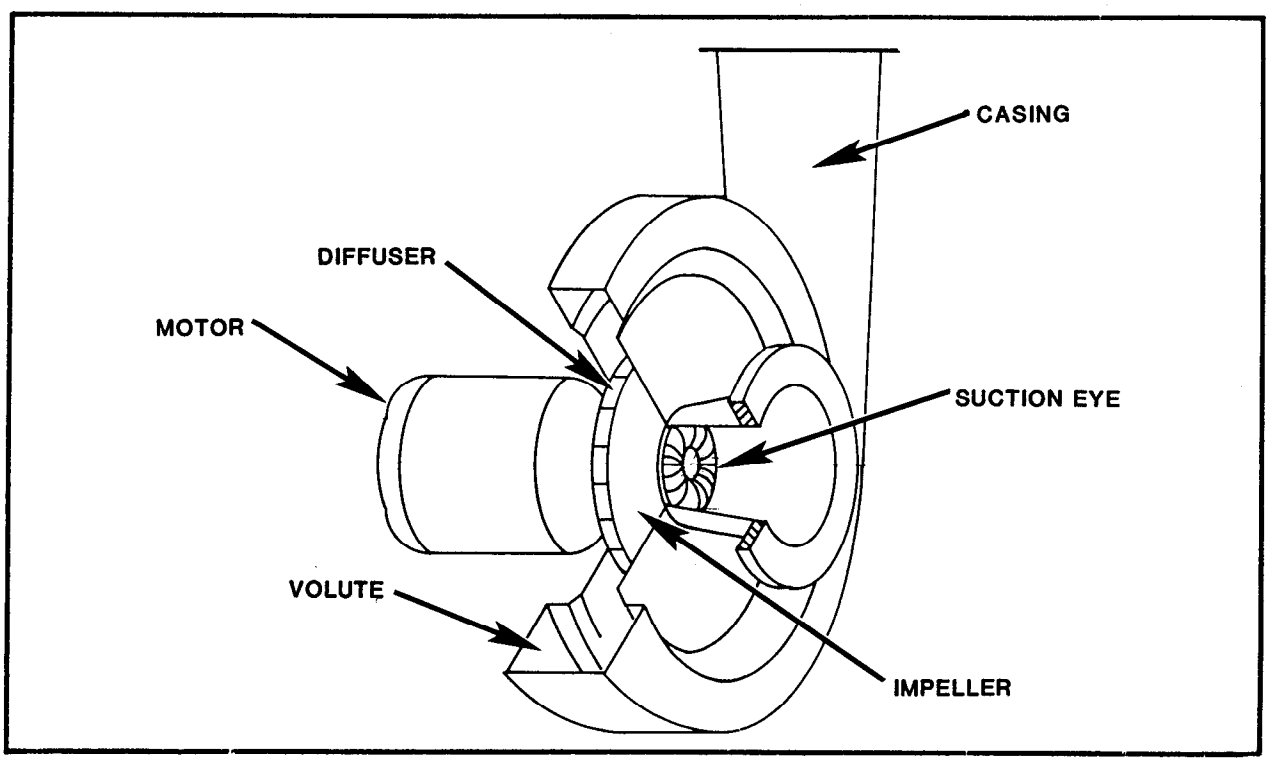
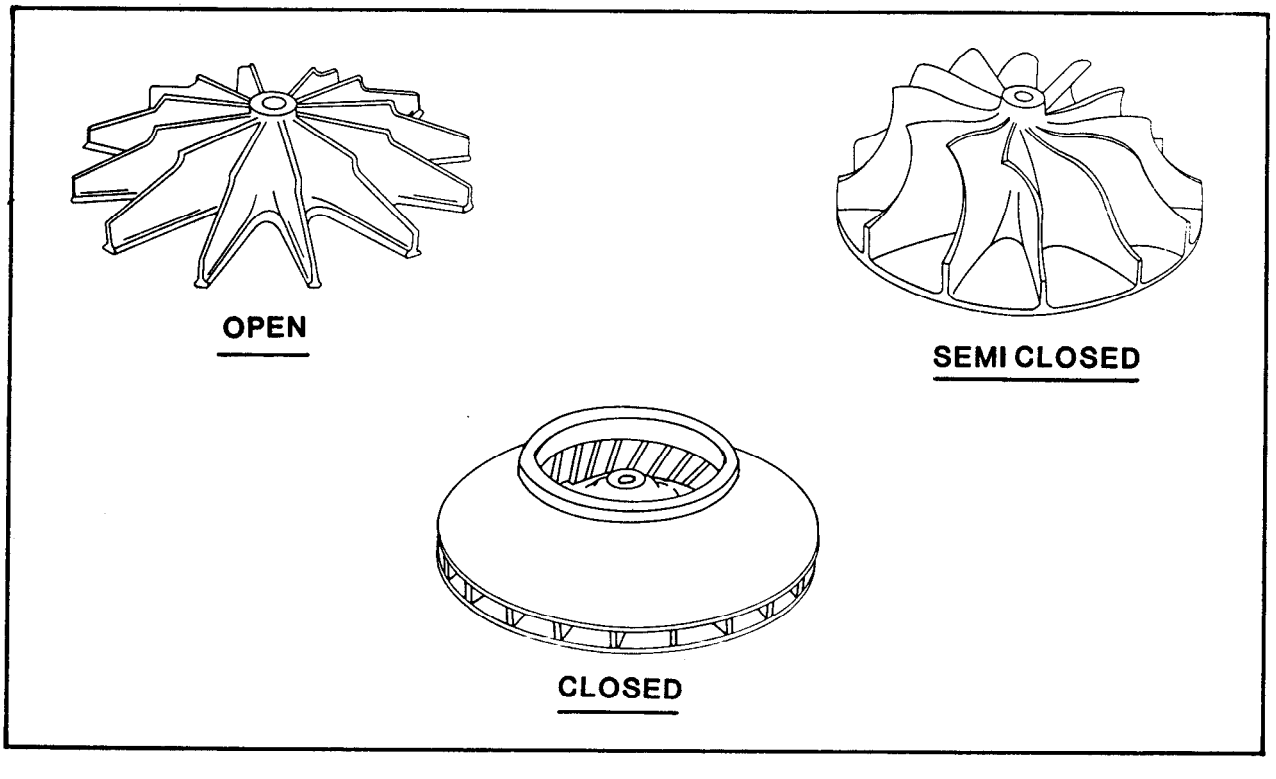

FIGURE 3-l. Simple Volute Pump
FIGURE 3-3. Impeller Design
1.1 Centrifugal Compressor. The major components of a centrifugal compressor are: impeller, shaft, casing, and diffuser/volute (figures 3-l and 3-2). In the center of the impeller is the suction eye area, the center of low pressure when the impeller is rotating. Figure 3-3 illustrates three basic impeller designs. Air entering the suction eye is moved outward along the impeller blades by centrifugal force with increasing velocity. The air leaves the impeller through the diffuser to the volute where the air is slowed and the velocity component of the air mass is partially converted into pressure. In a multistage compressor the air exiting the volute is fed to another impeller-diffuser-volute series to further increase the air pressure.